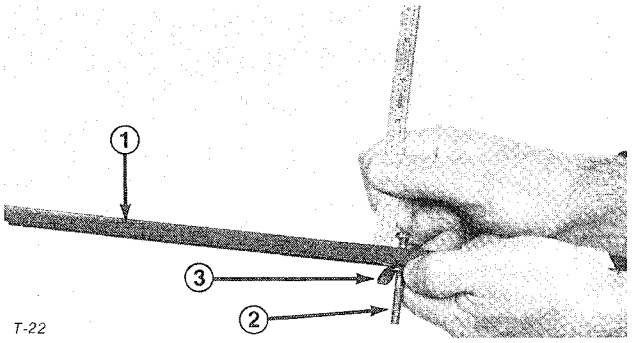

**Figure 10**
3. Loosen nut on gauge bar (Fig. 10) and set adjusting screw to desired height-of-cut. Distance between bottom of screw head and face of bar is height-of-cut.